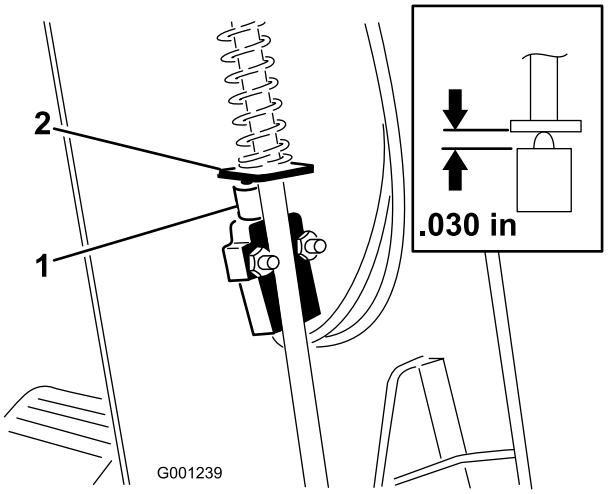

Figuur 76
3. Schuif de kap naar boven langs de stuurkolom zodat de schakelaar van de parkeerrem bereikbaar wordt (Figuur 76).
5. Lijn de plaat op de stang van de parkeerrem uit met de plunjer van de schakelaar (Figuur 76).
6. Duw de parkeerrem-stang omlaag en zet de schakelaar omhoog totdat de lengte van de samengedrukte plunjer van de schakelaar 0,7 mm is (Figuur 76, inzet).